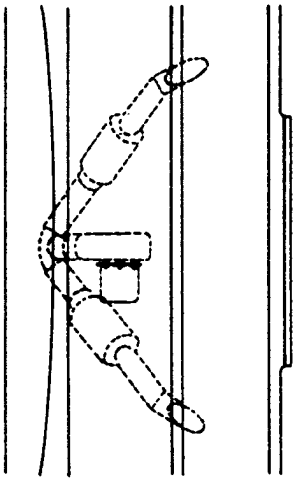

FIG.1. ORIGINAL SYSTEM.
As a result of further investigation and development this new system is capable of keeping the windscreen clear under much more severe conditions than was possible on earlier cars, and it has been adapted so that it may be fitted in place of either the original electrically heated under scuttle system or the later radiator heated type shown in Figs. 1 & 2.
A. NOTE: These instructions refer ONLY to cars fitted with the original electrically heated under scuttle air intake system (See Fig.1).